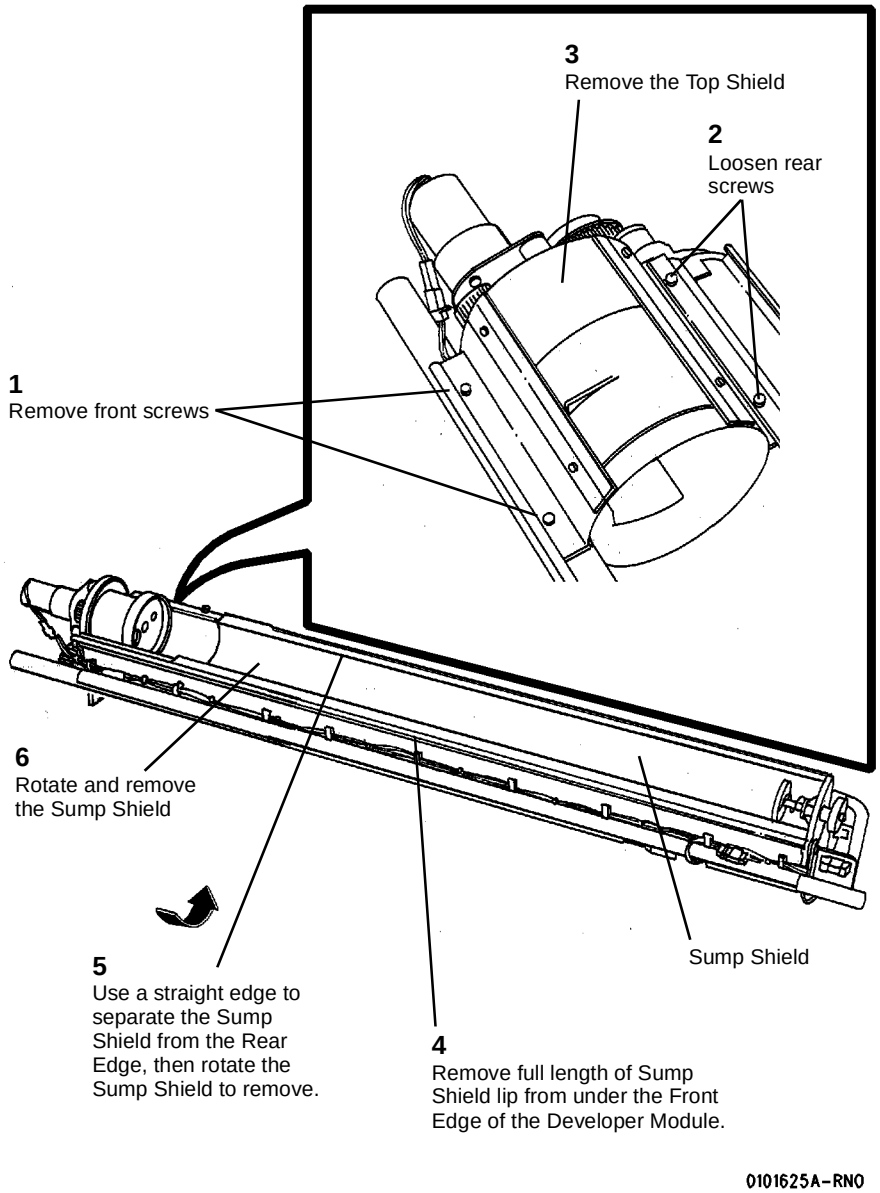

**Figure 9 Removing the Sump Shield**
15. ( Figure 9): Remove the Sump Shield.